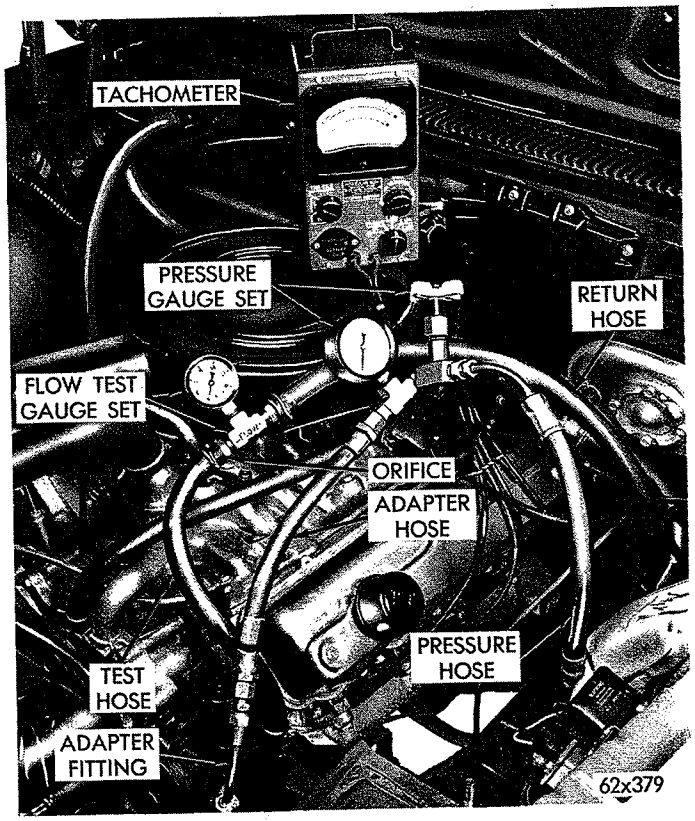

*Fig. 4—Flow Test*
(3) Disconnect return hose from pump and install flow gauge set C-3885 between pump and return hose. The arrow on "tee" connector must be pointed towards pump (Fig. 4). Use orifice SP-5074 for .96 pump and orifice SP-3825 for 1.2 pump.
(4) Inspect and correct pump fluid level if necessary.
(5) Start engine and operate at 500 rpm.
(6) Expel all air from system by turning steering wheel from full right to full left turn several times.
(7) Increase engine speed to 1000-1200 rpm. Heat oil to 150-170 degrees F. by steering car from side to side. With no steering effort applied, gauge in return line should read 16-28 psi. A reading of less than 16 psi. or greater than 28 psi., indicates flow valve may be sticking or pump may be badly worn. Remove, clean and reinstall flow valve.
(8) Decrease engine speed to 500 rpm and slowly close valve till gauge in pressure line reads 850 psi without fully closing valve. The flow gauge in return line should read a minimum of 10 psi. A valve of less than 10 psi indicates a sticking flow control valve, a leaking pressure-relief valve or a badly worn pump.